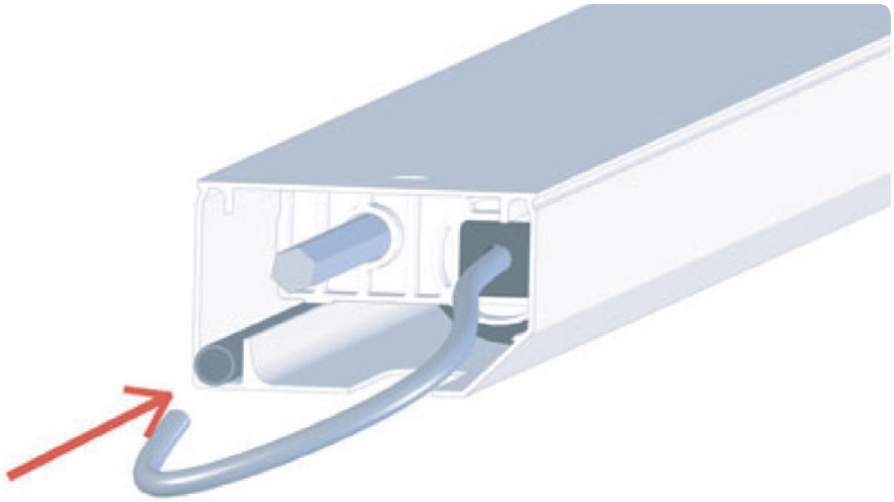

Fig. 7
- passer le câble électrique dans un tube adéquat en PVC (voir image Fig. 7).